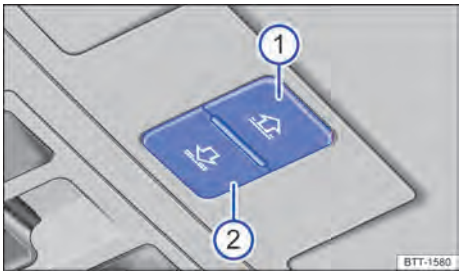

Fig. 86 No revestimento interno do teto: teclas para comandar a cortina de proteção solar.
Os botões → Fig. 86 ① e ② têm dois níveis. Ao pressionar os botões até o primeiro nível, é possível abrir ou fechar a cortina de proteção solar total ou parcialmente.
– Antes que transcorram cerca de 5 segundos desde a ativação do limitador de força, pressione o botão → Fig. 86 ② até que a cortina seja fechada completamente.